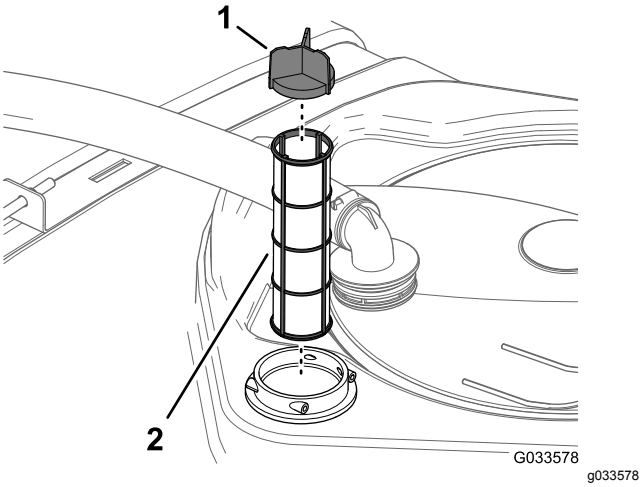

Figur 105
4. Ta bort det gamla sugfiltret från filterkåpan i tanken (Figur 105).